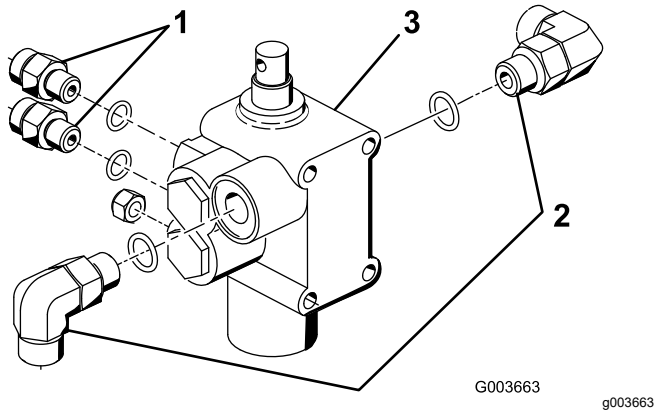

Bild 8
1. Schrauben Sie die beiden 90°-Anschlussstücke und die 2 geraden Hydraulikanschlussstücke in das neue Hubventil, wie in Bild 8 gezeigt.